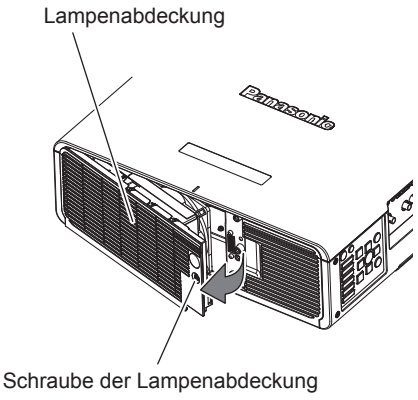

Abb. 1
**2) Nehmen Sie die Lampenabdeckung ab. (Abb. 1)**